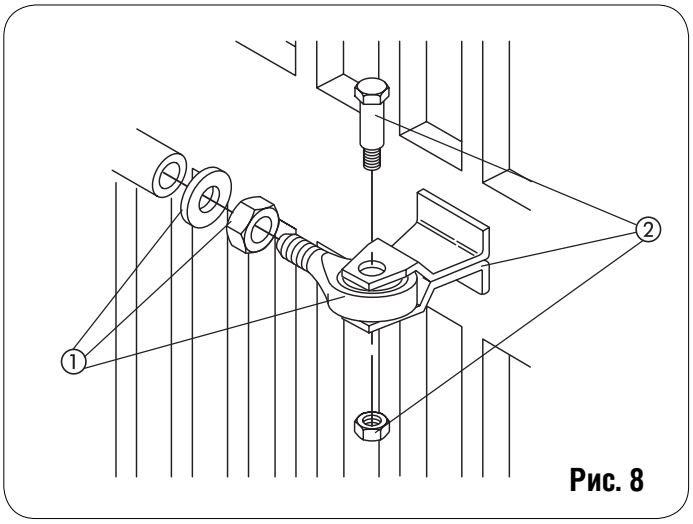

Рис. 8
3) Наполовину прикрутите переднее крепление на шток (сноска 1 Рис.8) и затяните прилагаемую гайку.
7) Зафиксируйте на штоке переднее крепление (сноска 2 Рис. 8)